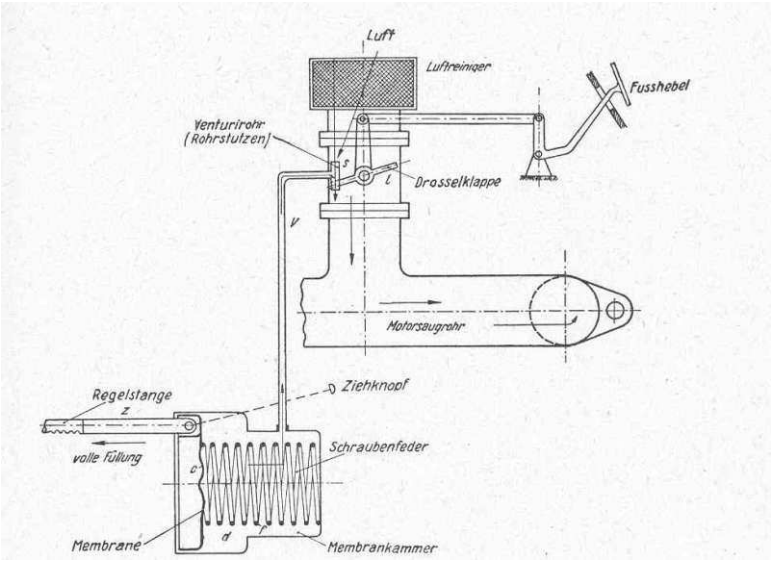

Bild 19 Saugkraftregler, schematisch
Während bei den Fliehkraftreglern die Fliehkraft zu Reglerbewegungen ausgenutzt werden, geschieht die Regelung beim Saugkraftregler (Unterdruckregler), durch die Saugkraft des Motors. Dieses Prinzip ist aus Bild 19 schematisch zu ersehen.
Man sieht in Bild 19 eine Drosselklappe im Saugrohr angebracht. Diese Drosselklappe steht mit dem Gaspedal (im Bild als Fußhebel bezeichnet) in Verbindung. In der gezeichneten Stellung ist die Drosselklappe geschlossen und das Gaspedal steht zurück, der Fahrer hat also den Fuß nicht auf dem Gaspedal. Wenn nun der Motor läuft, wird die Ansaugluft gezwungen, da ja die Drosselklappe geschlossen ist, durch ein kleines Rohr zu dringen, das im Saugrohr in Höhe der Drosselklappe befestigt ist. Dieses kleine Rohr (S) nennt man das „Venturirohr“ (Ventus = Wind). Die gesamte Ansaugluft wird also gezwungen, durch dieses kleine Rohr zu strömen. Dadurch ist der Saugdruck im Venturirohr besonders stark. Wenn z.B. der Querschnitt des Venturirohrs den 10. Teil des Querschnitts des Saugrohres beträgt, so ist auch die Luftgeschwindigkeit im Venturirohr etwa 10 mal so groß. Durch diesen starken Luftdurchzug wird die Luft nach dem Prinzip eines Injektors aus dem an das Venturirohr angeschlossene Rohr v herausgesaugt. Dieses Zuleitungsrohr v steht mit einer Luftkammer d, die an der Einspritzpumpe angebracht ist, in Verbindung. Deshalb wird auch die Luft aus dieser Kammer, der sogenannten Membrankammer, ebenfalls herausgesaugt. In dieser Membrankammer ist eine Membrane c angebracht, die mit der Regelstange in Verbindung steht. Folglich wird auch diese Membrane mit angesaugt und nach innen gezogen und damit auch die Regelstange. Dabei wird die Regelstange in Richtung „STOP“ gezogen. Vor der Membrane in der Membrandruckkammer sitzt eine große weiche Druckfeder, die durch diese Bewegung der Membrane zusammengedrückt wird. Der Federdruck kann so gewählt werden, dass die Regelstange soweit in Richtung „STOP“ zurückgezogen werden kann, bis sich eine bleibende Leerlaufdrehzahl eingestellt hat.